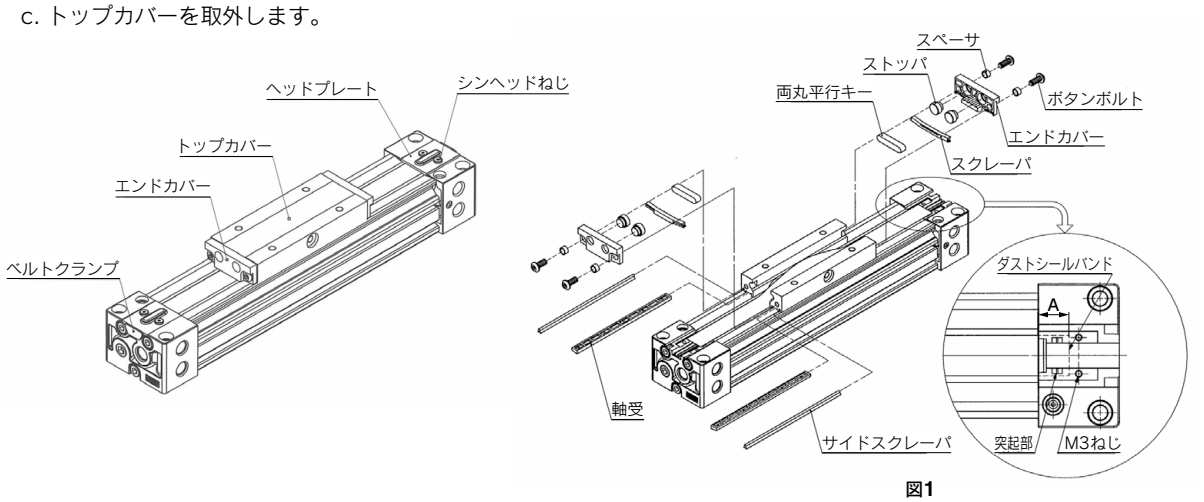

図1
a. ヘッドカバー上面のシンヘッドねじ(片側2ヶ所、両側で計4ヶ所)のシンヘッドねじを取外し、ヘッドプレートとベルトクランプを取外します。(図1参照)
b. エンドカバー(移動子の両側)の固定用ボルトを外し、エンドカバーを取外します。(図1参照)